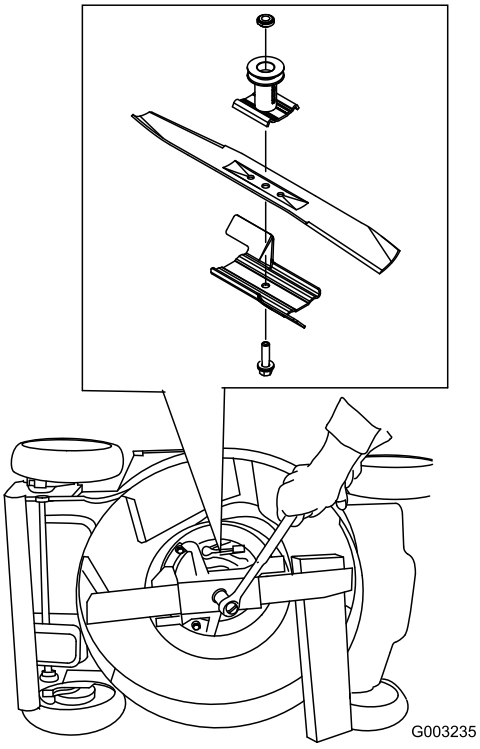

Figur 41
3. Håll kniven stilla med hjälp av en träkloss (Figur 41).